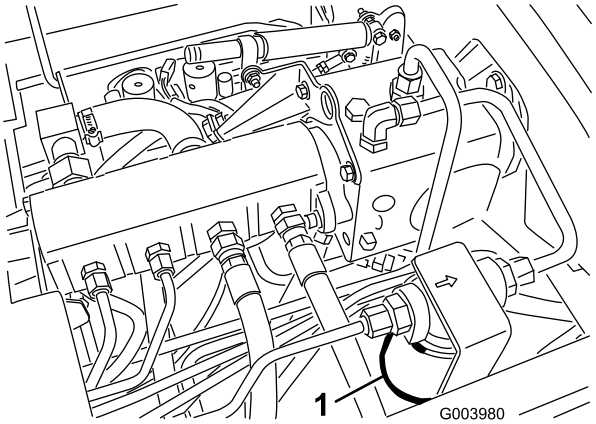
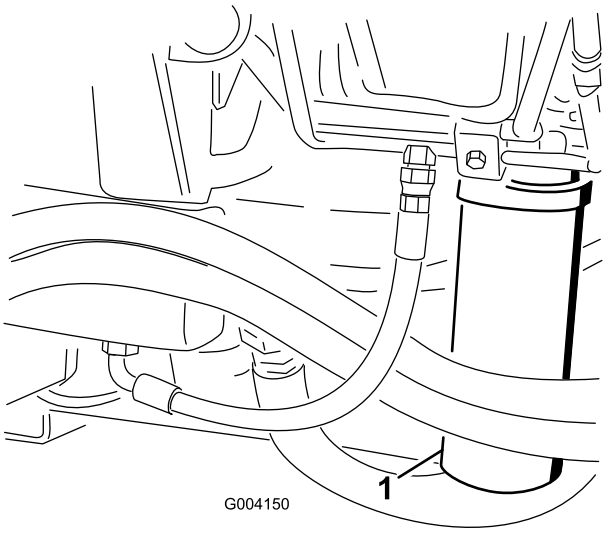

Figuur 72
Figuur 73
2. Reinig de omgeving van de plaats waar het filter wordt gemonteerd, en plaats een opvangbak onder het filter (Figuur 72) en (Figuur 73).